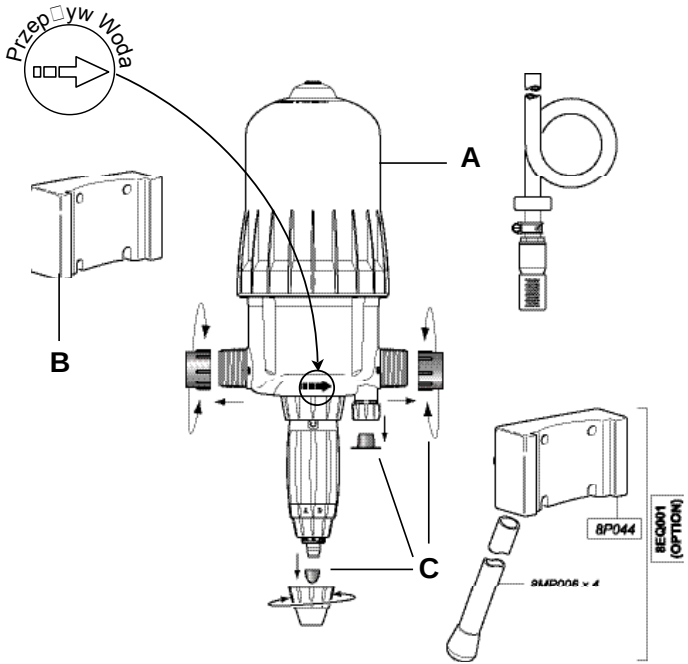

Rys. 1
- Włożyć wypustki Dosatronu (**Rys. 1-A**) do ściennego uchwytu mocującego (**Rys. 1-B)**.
- Zdjąć zatyczki ochronne (Rys. 1-C) zamykające otwory DOSATRONU przed podłączeniem urządzenia do sieci wodociągowej.